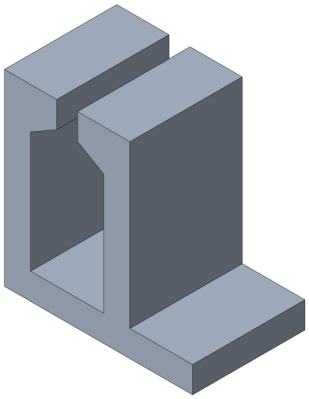
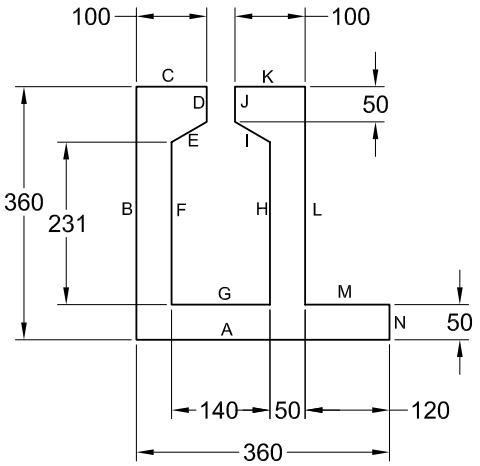
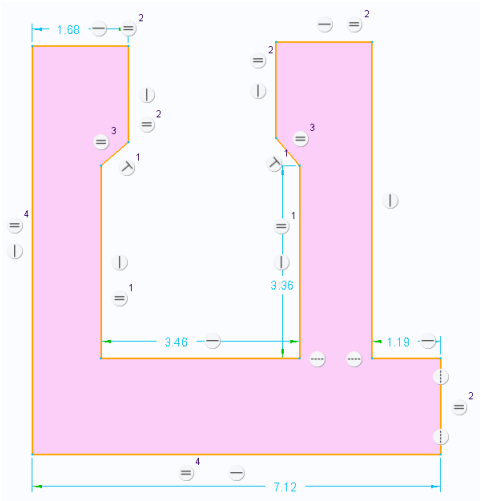

Figure 2-30 *Model for Tutorial 2*
Figure 2-31 *Sketch of the model*
Figure 2-32 *Vertices aligned horizontally*
In this tutorial, you will draw the sketch for the model shown in Figure 2-30. The sketch of the model is shown in Figure 2-31. For your reference, all entities in the sketch are labeled alphabetically. **(Expected time: 30 min)**
The sketch in Figure 2-31 consists of only lines. For ease of understanding, all lines in the sketch are labeled alphabetically.
9. Now, continue drawing the remaining lines that are shown in Figure 2-31. When the sketch is complete, end the line creation by pressing the middle mouse button twice. Notice that the sketched entities are dimensioned automatically as you draw them. These dimensions are weak dimensions and appear in light blue color.
6. Select the vertex that is joining the lines L and M. Now, select the vertex that is joining the lines G and H. For the placement of lines, refer to Figure 2-31. Both the vertices are aligned horizontally, as shown in Figure 2-32.
7. Select the vertex that is joining lines C and D and the vertex that is joining lines J and K, refer to Figure 2-30. Both the vertices are aligned horizontally, refer to Figure 2-32.